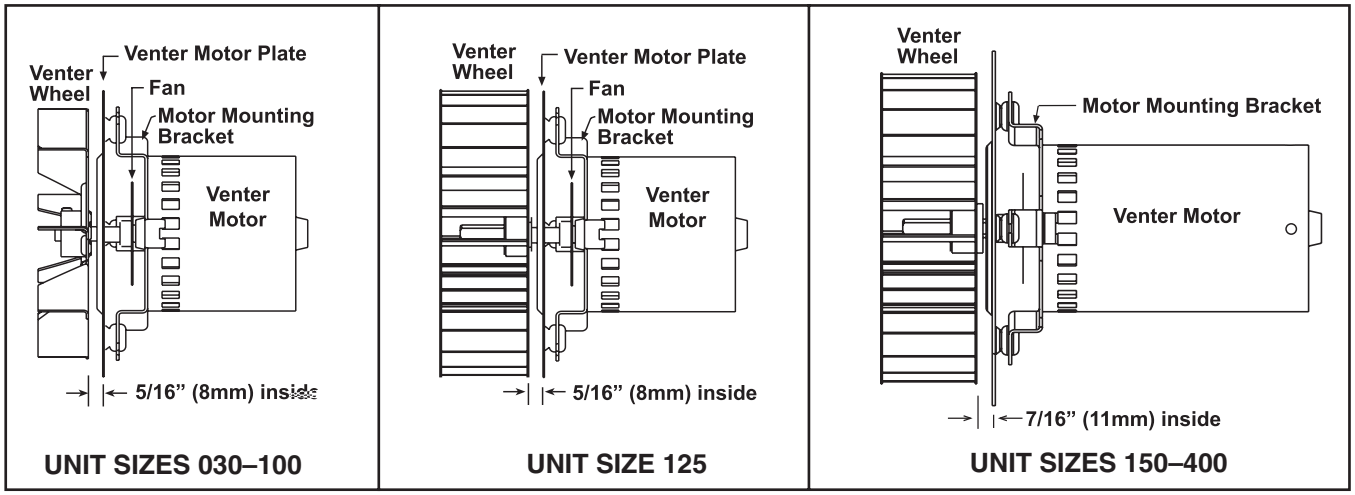

Figure 18. Venter Motor and Wheel Assembly
6. Reassemble with replacement venter motor and wheel. Ensure that venter wheel is properly positioned on shaft (see **Figure 18**).